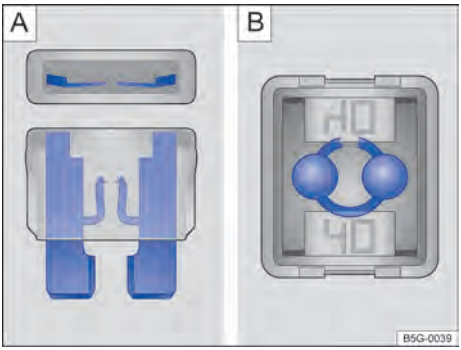

Fig. 181 Fusível queimado: A: fusível plano, B: fusível de bloqueio.
- Um *fusível plano (ATO®, MINI®)* queimado é reconhecido de cima ou de lado pela carcaça transparente nas faixas metálicas derretidas ⇒Fig. 181 **A**.
- Um *fusível de bloqueio (JCASE®)* queimado é reconhecido pelas faixas metálicas derretidas por cima da carcaça transparente ⇒Fig. 181 **B**.